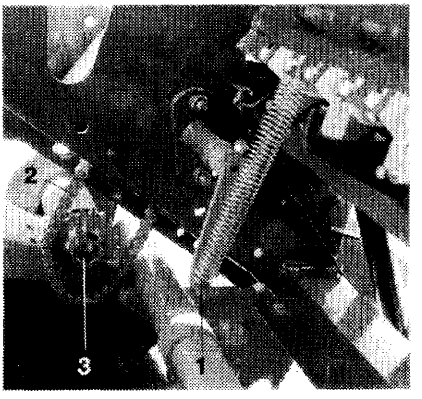

Fig.25
- Hebel (Fig. 25/1), zum Entspannen der Antriebskette, nach unten drücken und die Antriebskette der Drillmaschine um das Ritzel (Fig. 25/3) des Reifenpackers legen.